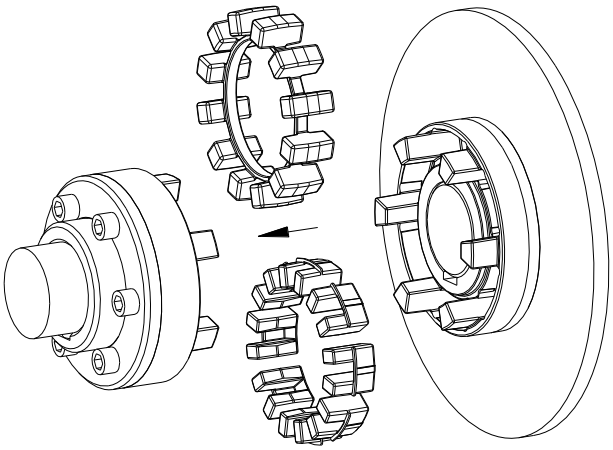

Bild 21
- Setzen Sie den Elastomerring bzw. die DZ Einzelelastomere in die Nockenpartie der Standard Nabe bzw. Nockenring ein (siehe Bild 21).